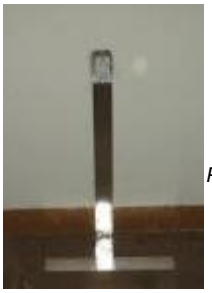

Figure 2
1. Locate AC power outlet. Remove electrical face plate cover. Run a piece of our 1-inch wide copper foil ground taped down the wall and onto our ESD flooring (2 to 3 inches onto floor.....*see figure 2)*
3. Replace plastic AC electrical face plate cover with a metal face plate cover making sure metal face plate cover contacts the aluminum strip. Please see figure 2.
At the ground point on rod... remove oxidation from rod (for connection with a clamp). Run copper foil tape on the floor, per figure 2. Run the tape up the ground rod, and secure tape to ground rod using the copper foil tape.